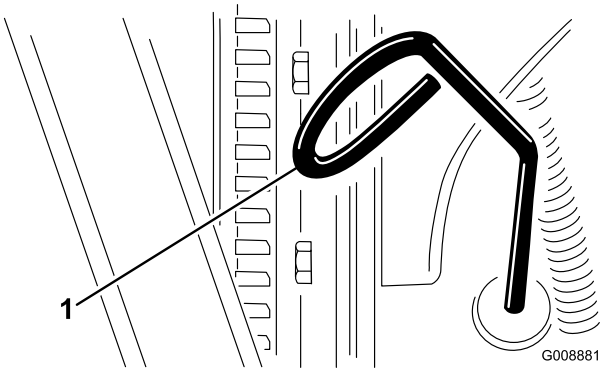

Figur 19
2. Ta ut oljestickan (Figur 19) och torka av den med en ren trasa.